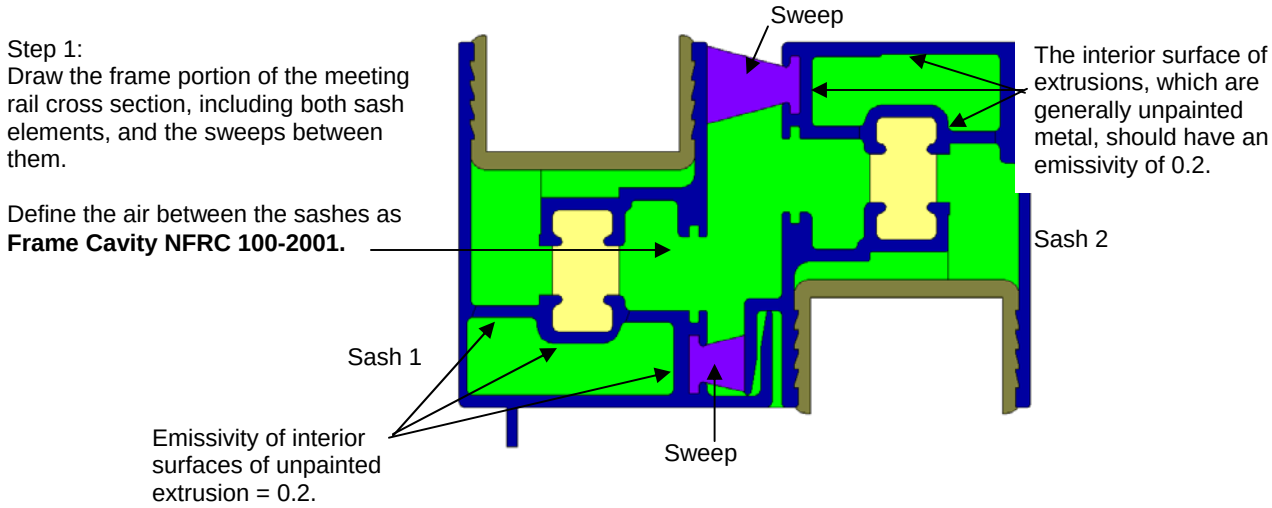

Figure 8-2. Frame portion of meeting rail cross section.
1. Using dimensioned drawings or a DXF file, create the cross section for the frame portion of the meeting rail. In Figure 8-2, the frame for the horizontal aluminum slider meeting rail has been created.